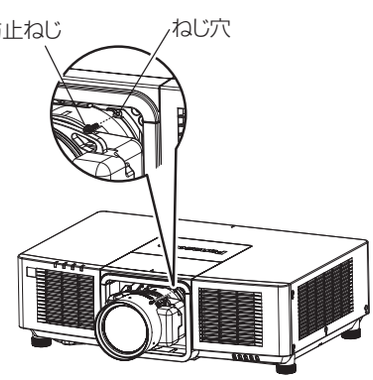

図6
- ズームレンズ（品番：ET-EMU100）以外の投写レンズを取り付ける場合は、投写レンズの右側にあるねじ穴に、六角ボールポイントドライバーで固定してください。（図 6）